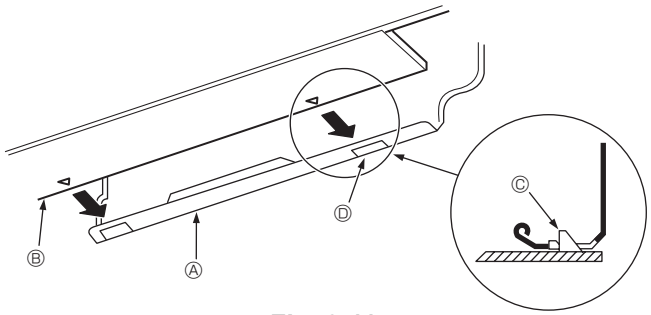

Fig. 3-11
3. Soğutucu borusunu ve drenaj hortumunu duvar giriş deliğine (giriş manşonuna) sokarken, iç ünitenin üst kısmını montaj levhasına ① asın.
5. İç ünitenin alt kısmını montaj levhasının ① üzerine bastırarak sabitleyin. (Fig. 3-11)
* İç ünitenin alt kısmındaki düğmelerin, montaj levhasının ① kancasına sıkıca geçtiğini kontrol edin.